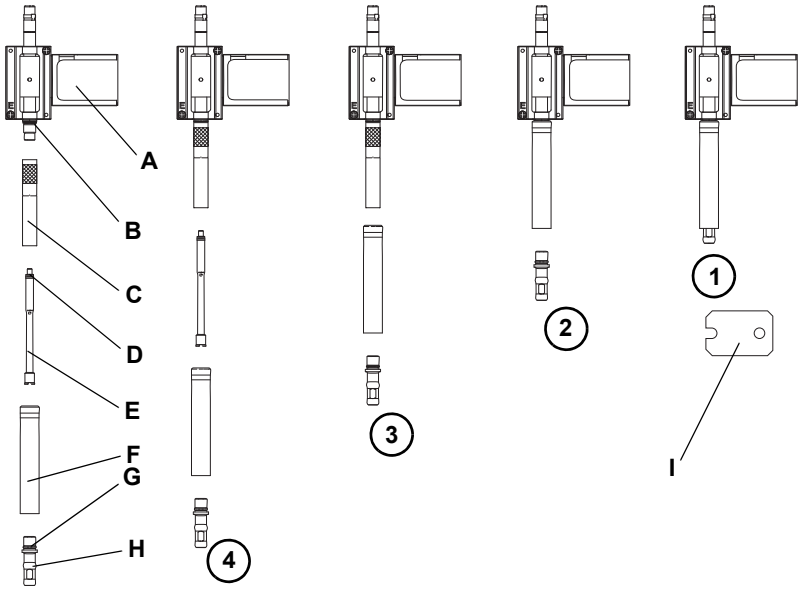

Fig. 7-11 Retrait/installation du mécanisme de prélèvement des embouts jetables Air LiHa
2 Maintenir le tube éjecteur d'embout et l'adaptateur d'embout tout en dévissant le cône pour DiTi à l'aide de la clé à cône pour DiTi fournie (étapes (1) et (2) sur la Fig. 7-11, 🗎 7-38).
4 Retirer le tube éjecteur d'embout (étape (3) sur la Fig. 7-11, 🗎 7-38).
5 Dévisser et retirer le cylindre adaptateur et le tuyau d'air (étape (4) sur la Fig. 7-11, 🗎 7-38).